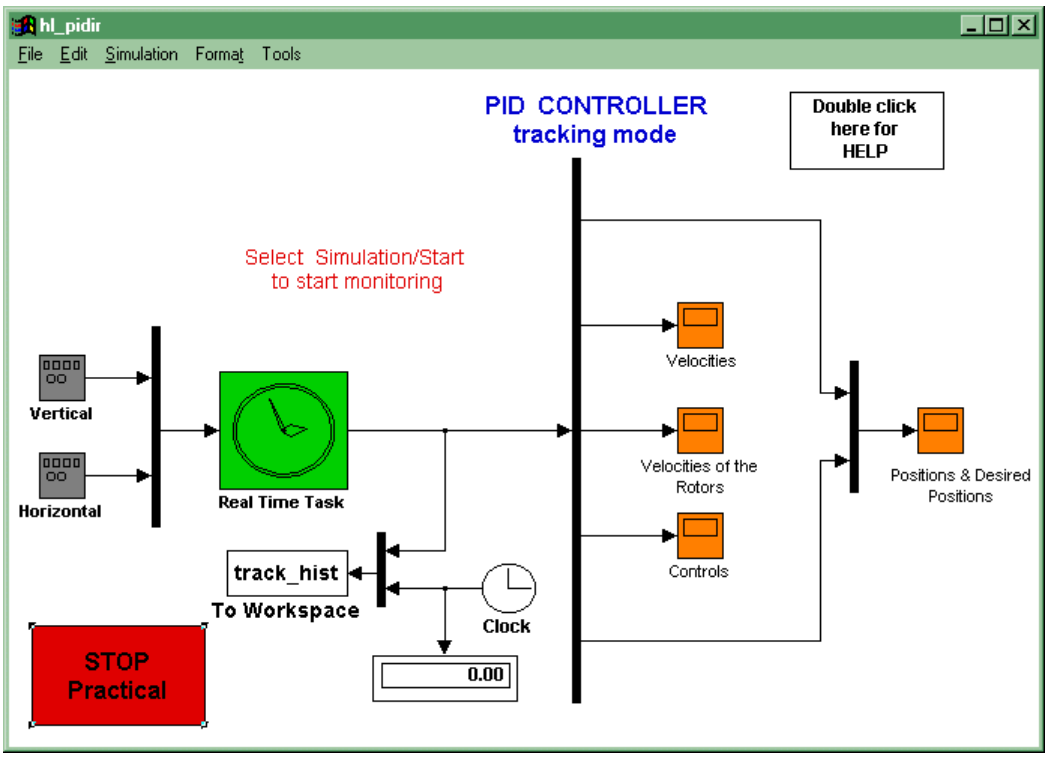

Figure 3-4: *PID Controller - tracking mode* window
The window which appears after clicking one of the buttons in the EXPERIMENTS group has a similar structure to other windows in this group. Hence only one representative example is described. That is the *PID controller - tracking mode* window (Figure 3-4).
3. If the *Stop practical after simulation stop* check box is marked practical is stopped when the *Simulation/Stop* bar in the model in Figure 3-4 is clicked. Otherwise use the *Stop Practical* button from the main Control Window.